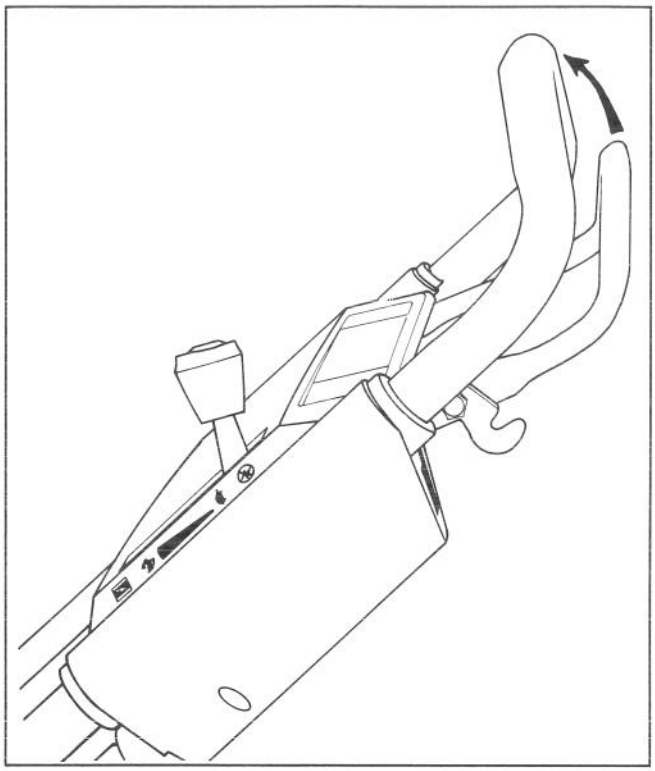

Figure 11
5. WHEEL TRACTION OPERATION (Fig. 11)—To self-propel the mower, squeeze the control bar against the handle. To stop the self-propel drive, release the control bar.